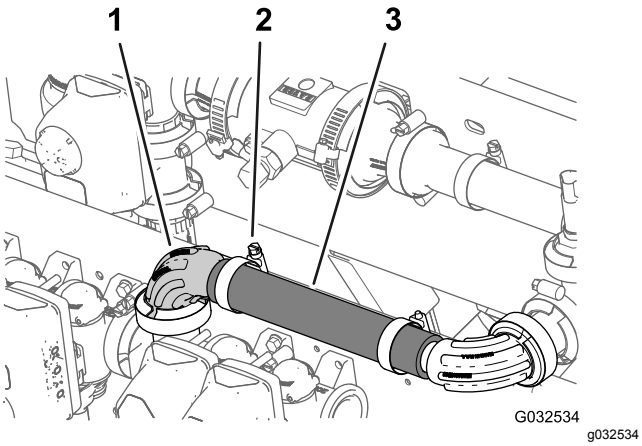

**Figur 90**
1. Monter slangen (1 x 8-1/2 tomme) over 90° flange-fittingen (1 tomme) som vist i Figur 90.
2. Fastgør slangen til flange-fittingen med en slangeklemme (Figur 90).